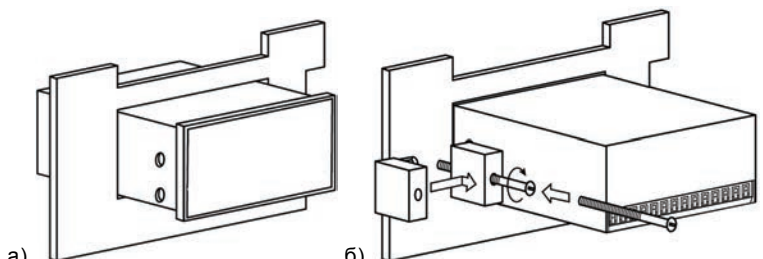

Рисунок 5.2 – Монтаж прибора настенного исполнения
– вставить прибор в специально подготовленное отверстие на лицевой панели щита (см. Приложение А и рисунок 5.2, а);
– вставить фиксаторы из комплекта поставки в отверстия на боковых стенках прибора (рисунок 5.2, б);